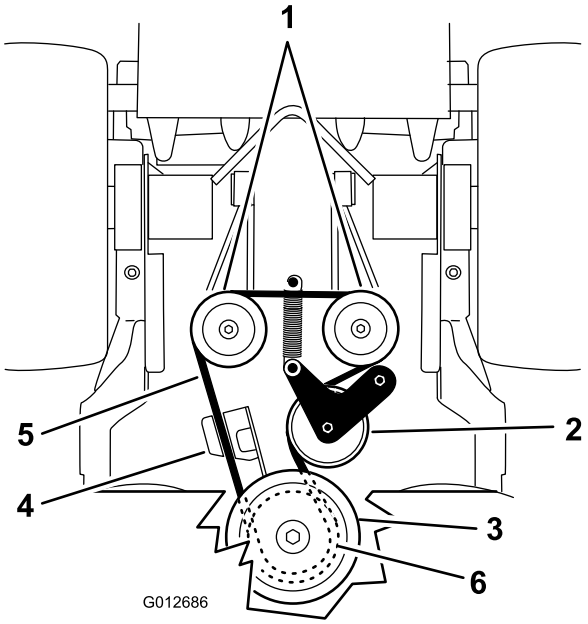

**Figur 68**
5. Hekt fjæren av rammen (Figur 68).
7. Monter lederullfjæren på rammen (Figur 68).